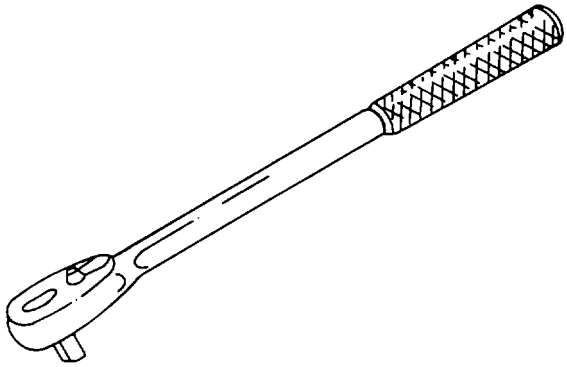

Figure 4-27. Ratchet Handle
1. *Ratchet handle*. Ratchet handles may have either a straight head or a flex head. The flex head is used to go around objects. Both types have a selection lever on the top of the head to determine the direction of drive. A straight head type is shown in figure 4-27.